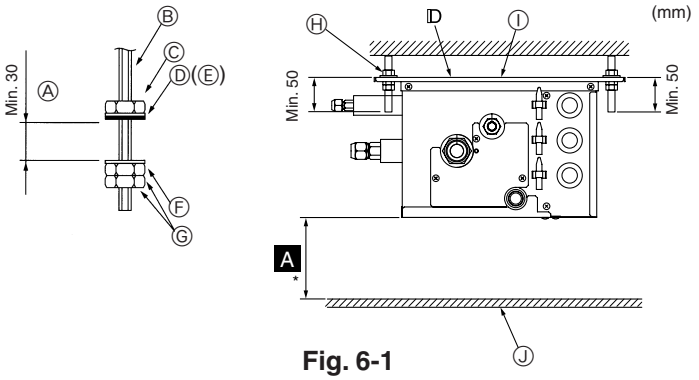

Fig. 6-1
(2) Befestigen Sie Unterlegscheiben und Muttern (①, ②, zusätzlich zu erwerben) an den Tragbolzen. (Fig. 6-1)
(3) Hängen Sie das Gerät an die Tragbolzen.
(4) Ziehen Sie die Muttern vollständig fest (Abstand zur Decke prüfen).
(5) Benutzen Sie eine Wasserwaage, um den Verteilerkasten waagerecht anzubringen.